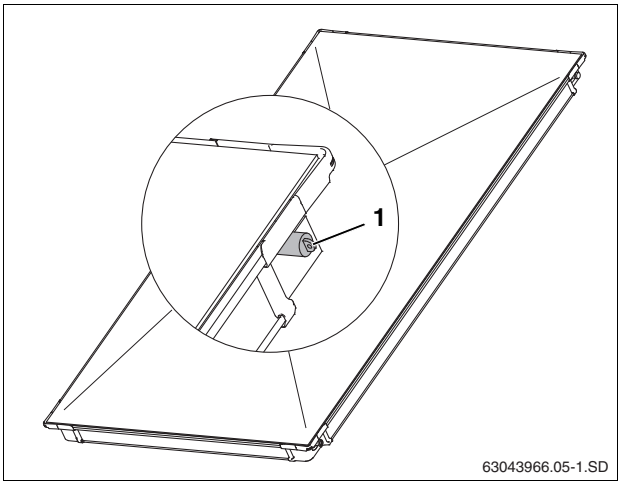

Fig. 5 Rubber caps on collector connections
- ▶ Do not remove the rubber caps (Fig. 5, [1]) until immediately prior to installation.